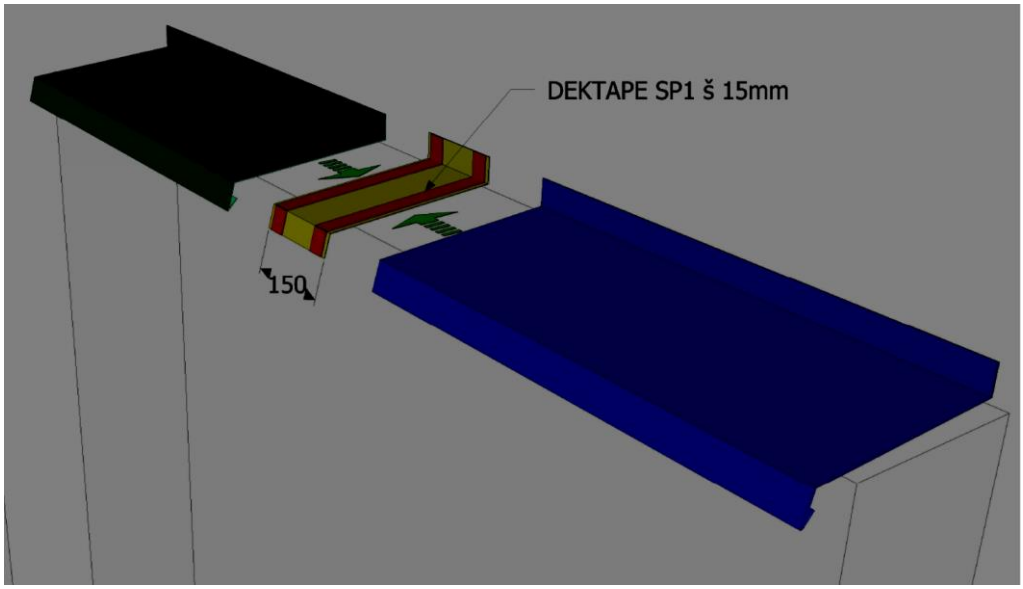
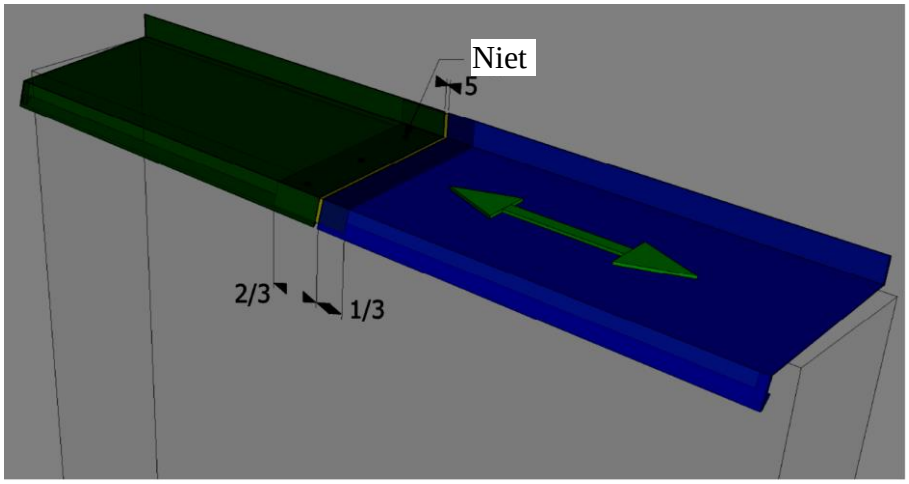

Abb. 27
Abb. 28
b) Die Dehnungsverbindung der Brüstungen ist mittels Unterlage-Bleches von etwa 150 mm Länge durchzuführen (z. B. aus alter Brüstung), die zwischen die zusammengefügten Brüstungen einzuschieben ist. Das Unterlage-Blech soll dieselbe Farbe als die zusammengefügten Brüstungen haben. Vor den eigenen Verbindungen sollte in zwei Stellen auf das Unterlage-Blech ein Butylkautschuk-Band gelegt werden (z.B. Dektape SP1) - siehe Abb. 27. Nach Einschieben zum Unterlage-Blech sollte zwischen Brüstungen eine 5 mm breite Dehnungsfuge bleiben, dann ist es mit dem Unterlage-Blech zu nieten, aber nur an einer der Brüstungen, die andere soll frei bleiben (siehe Abb. 28).